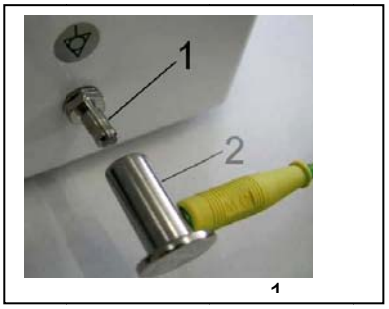

Abb. 12
- Verbinden Sie den Stift für den Potenzialausgleich∅ 6 mm (1) mit dem Stromkreislauf entsprechend den in den gültigen Vorschriften für elektrische Arbeiten aufgeführten Methode. Die Buchse für den Potenzialausgleich (2) ist ein Zubehörteil und nicht im Grundpaket enthalten. (Abb. 12)